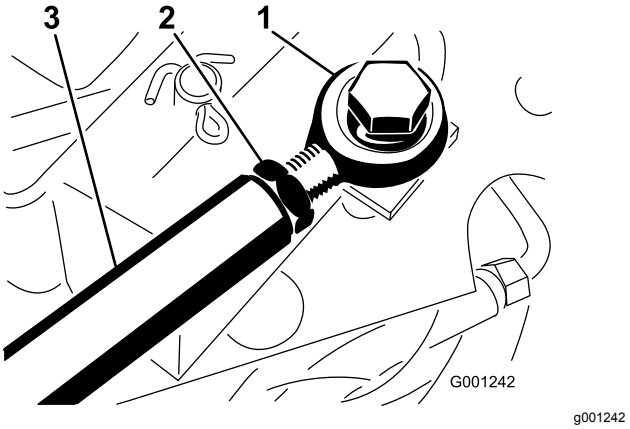

**Figur 77**
Hvis traktionspedalen kræver yderligere justering, skal traktionsstangen (Figur 77) justeres på følgende måde:
2. Løsn kontramøtrikken, der fastgør stangenden til traktionsstangen (Figur 77).
4. Stram kontramøtrikken (Figur 77), og fastgør stangenden til traktionspedalen med den bolt og møtrik, du fjernede, for at låse fodpedalens vinkel.